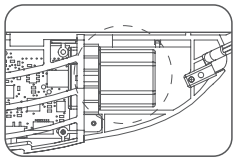

Figure 3
e. Plug the full lithium battery into the battery container, tail of Go Go Bird, pay attention to the insertion direction, refer to figure 3.